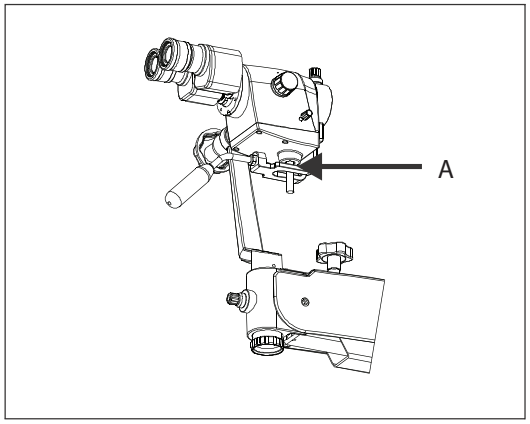

Fig. 5
• Insérez le guide de lumière dans le réceptacle du microscope jusqu'à ce qu'il soit correctement fixé en position, comme indiqué en A sur la figure 5.